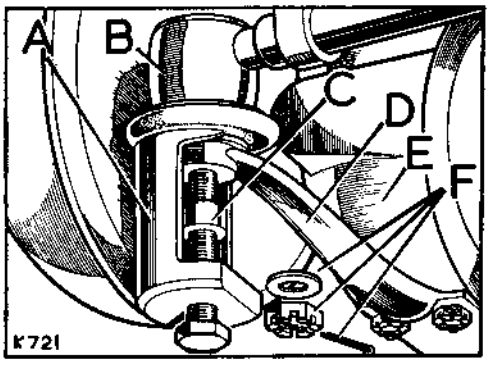

**Fig. G1-17. Track rod and drag link connections at swivel pin housings**
5. Fit the track rod between the steering levers, see Fig. G1-17. Tighten the ball joint fixing nuts to a torque figure of 30 lb. ft. (4,0 mkg).